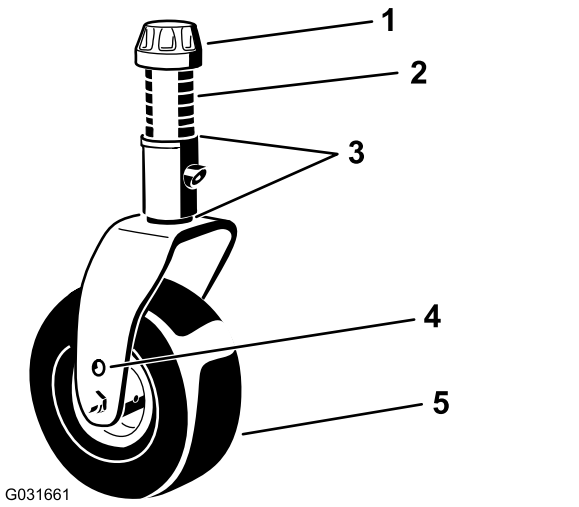
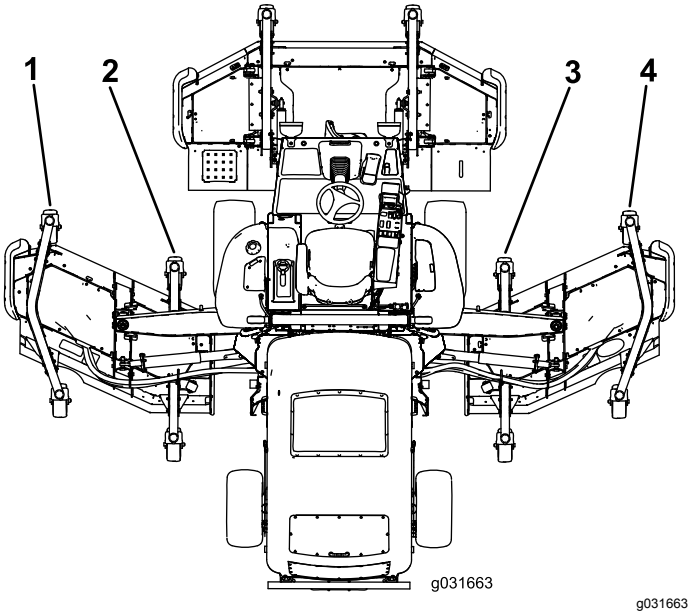

Bild 26
Bild 27
5. Wenn die innere Schnittkante des Seitenmähwerks im Verhältnis zur äußeren Kante des Frontmähwerks zu hoch ist, entfernen Sie eine Beilagscheibe von der Unterseite des vorderen inneren Laufradarms am Seitenmähwerk (Bild 26 und Bild 27).
6. Wenn die Innenkante weiterhin zu hoch ist, entfernen Sie eine weitere Beilagscheibe von der Unterseite des vorderen inneren Laufradarms des Seitenmähwerks und eine Beilagscheibe vom vorderen äußeren Laufradarm des Seitenmähwerks (Bild 26 und Bild 27).
7. Wenn die innere Schnittkante des Seitenmähwerks im Verhältnis zur äußeren Kante des Frontmähwerks zu tief ist, fügen Sie eine Beilagscheibe (1/8") der Unterseite des vorderen inneren Laufradarms am Seitenmähwerk hinzu (Bild 26 und Bild 27).